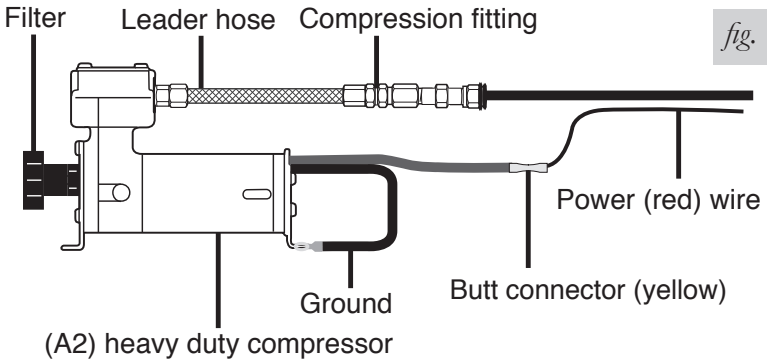

fig. 13
3. Slide the nut over the fitting and tighten securely (fig. 13).